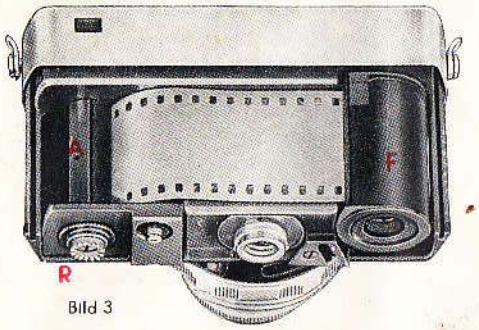

Bild 3
2. Herausragendes Ende unter die Feder der Aufwickelspule (A Bild 3) schieben.